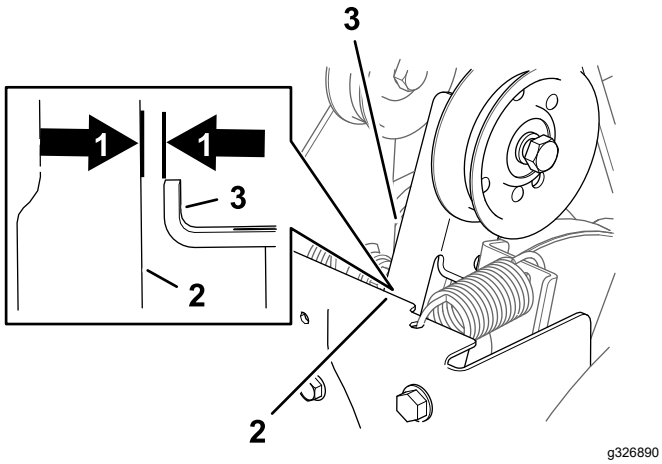

Figuur 39
2. Met de borstelaandrijfhendel uitgeschakeld: verzeker dat de tussenruimte tussen de borstelkoppelingsarm en het frame van de machine 1,5 mm bedraagt, zoals in Figuur 39.